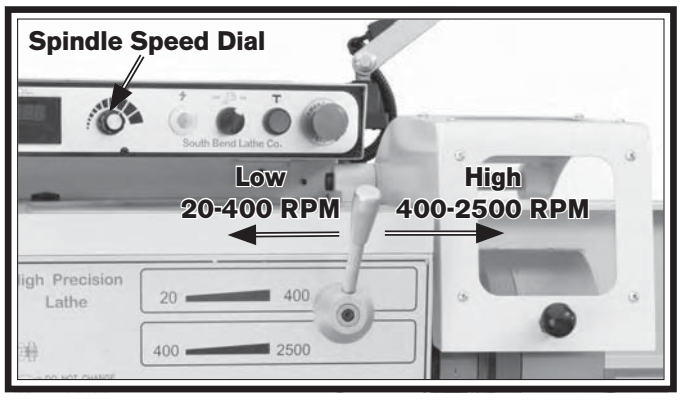

Figure 32. Spindle speed controls.
6. Turn the lathe ***ON,*** and let it run for ten minutes in each speed of 20, 200, and 400 RPM, using the spindle speed dial (**Figure 32**) to adjust the speed.